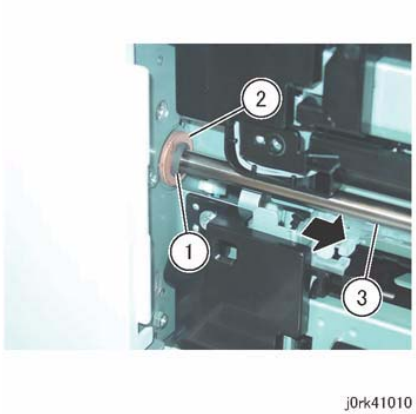

Figure 1 Take Away Roller 4 Removal
5. Remove the Take Away Roller 4. (Figure 1)